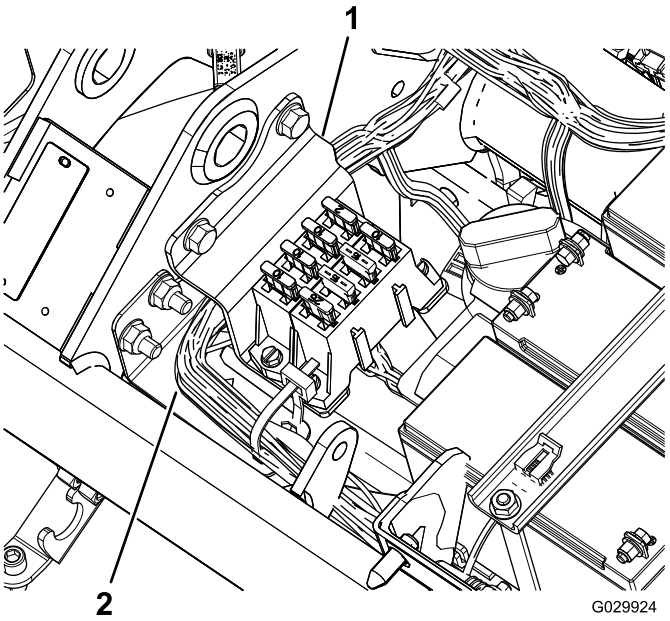

Figura 10
23. Instale o bloco de fusíveis (Figura 10).